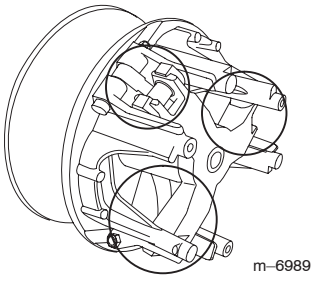

Figura 39
5. Lubrique las piezas en movimiento en las zonas indicadas en la Figura 39 usando Spray Lubricante Seco de Toro, disponible a través de su Distribuidor Autorizado Toro.